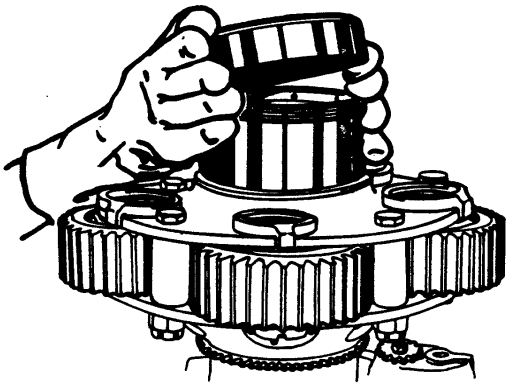

Figure 29. Installing Rear Carrier Bearing Inner Ring
c. Install ring on rear carrier hub with tapered edge facing rear (figure 29). (QA)